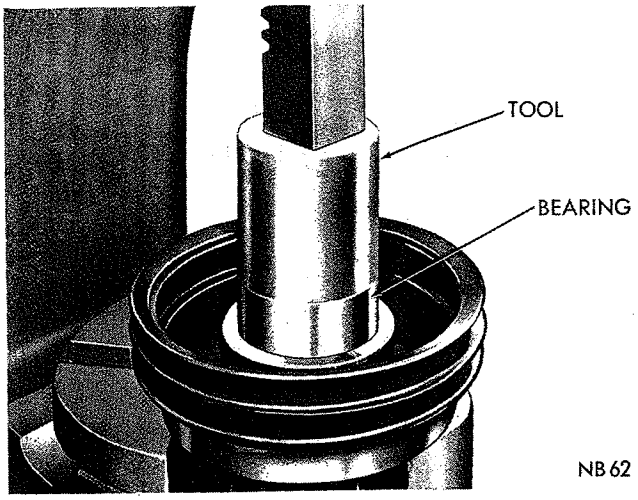

*Fig. 57—Installing a New Bearing in the Pulley Assembly (Typical)*
(1) Install pulley assembly with pulley side up on an arbor press and insert a **new** bearing into the bore. Install Tool C-3807 against the bearing and press into position (Fig. 57).
(2) Install pulley assembly with pulley side facing down on Tool C-3807.
(3) Start drive hub into the inner bearing race, and press hub into position with an arbor press.
(4) Install bearing snap ring and hub snap ring.